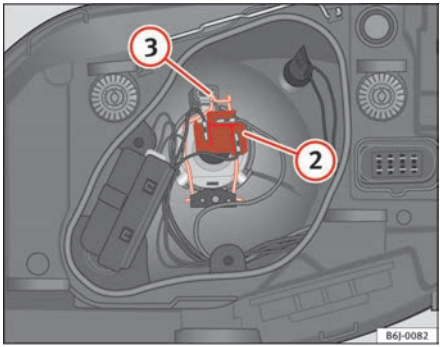

Fig. 152 Dipped beam / main beam, single light
– Remove the connector ⇒ page 222, fig. 152 (2) from the bulb.
– Disengage the retainer spring ⇒ page 222, fig. 152 (3) by pressing it inwards to the right.